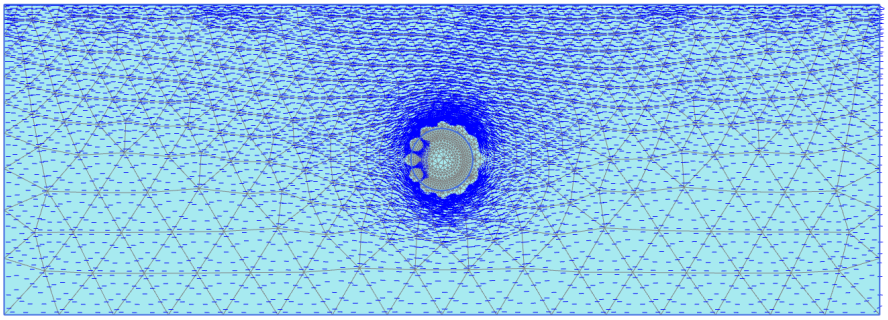

Figure 16.7 Groundwater flow field for transient phase for an intermediate step (t $\approx$ 38 days)
- Figure 16.7 shows the distribution of the of groundwater flow field for an intermediate step for the transient calculation (around 80 days).